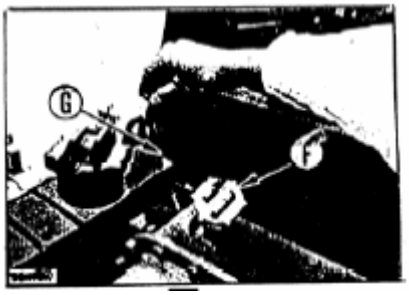

Рисунок 2-6
7.Проверьте уровень масла в корпусе рулевой муфты (включая корпуса трансмиссии и преобразователя момента) (см.рисунок 2-6). Используйте щуп G для проверки уровня масла. В случае необходимости добавьте масло через сетчатый фильтр (F).